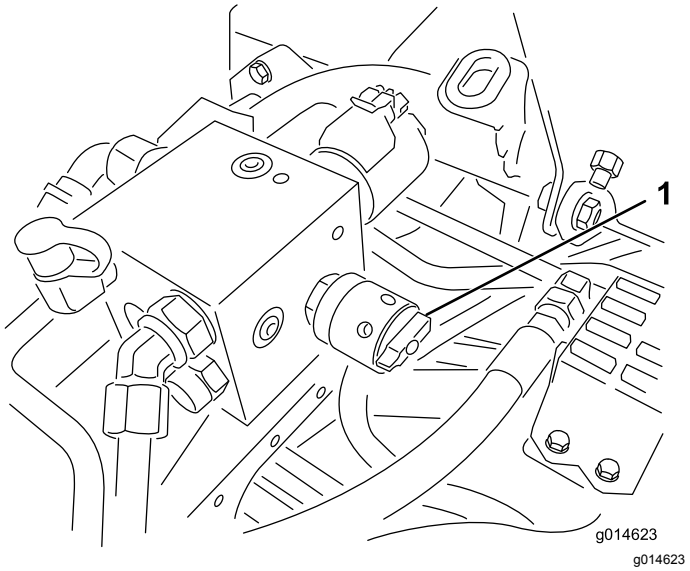

Figur 51
4. Justera cylinderhastigheten genom att vrida ratten (Figur 51) tills indikatorpilarna är i linje med den siffra du fastställde i steg 3.